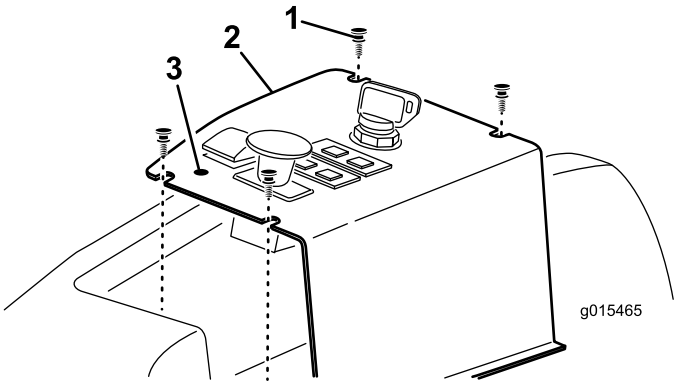

Figur 12
1. Finn og lag hull i kontrollpanelmerket foran LØFTEBRYTEREN for å vise monteringshullene for LØFTELÅSSPAKEN (Figur 12).
2. Ta ut de fire skruene som fester kontrollpanelet til maskinen (Figur 12).